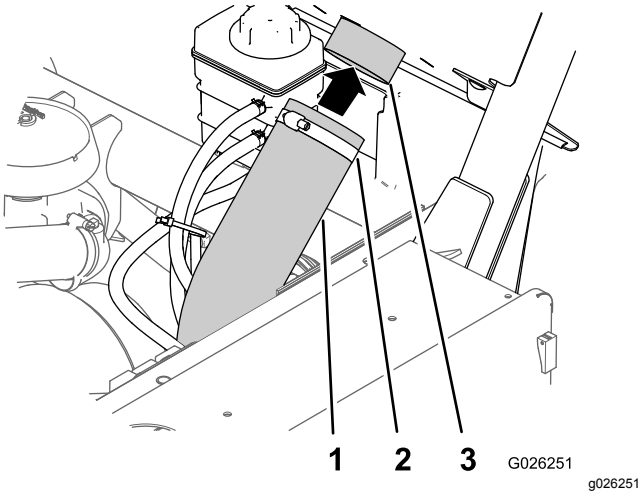

図 7
3. CVT インテークホースを、ROPS パネルの裏にあるインテークチューブのコネクタに接続してホースクランプで固定する (図 7)。